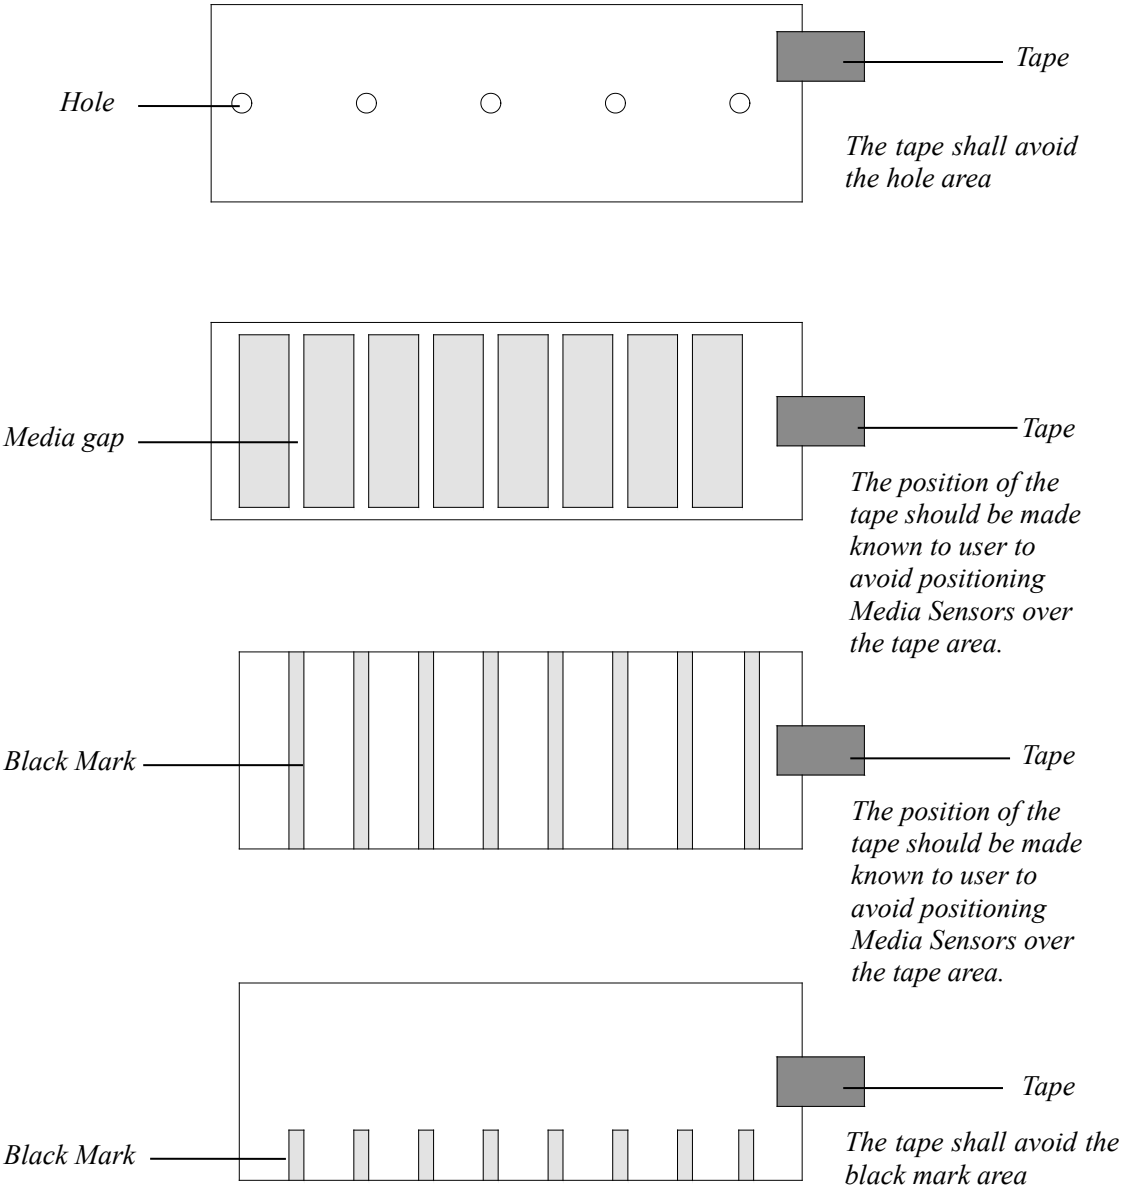

Figure 3-56 End-fixing Tape Position
- *When roll media is produced, the media end would be fixed on the media core with duct tape or scotch tape. If your printer cannot detect the Media Out signal well, please refer to Figure 3-56 to check the position of the tape.*